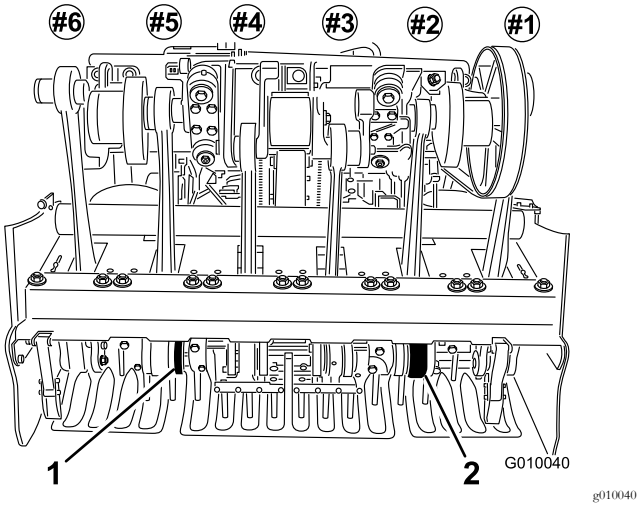

Rysunek 25
6. Zamocuj zęby w uchwytach zębów nr 2 i 5 (Rysunek 25). Dokręć śruby.